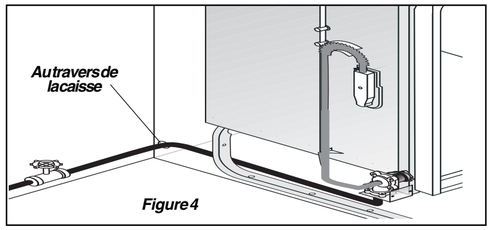

Figure 4
3. Déterminez la longueur de tube nécessaire pour raccorder l'alimentation d'eau chaude au robinet d'eau de l'appareil. Le tube de cuivre doit avoir un D.E. de $^3/_8$ po minimum. Vous pouvez utiliser un tube en plastique pour haute pression et haute température d'un diamètre **intérieur** d'au moins $^1/_4$ po. Il est préférable d'installer un robinet d'arrêt à l'**extérieur** du lave-vaisselle. **Voir figure 4.**